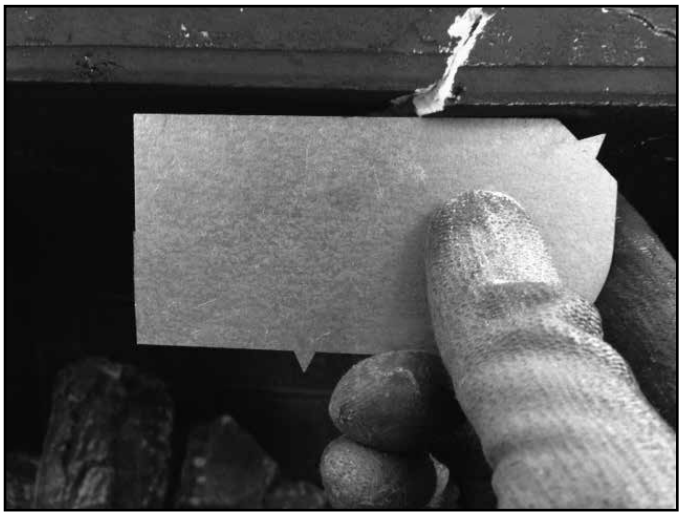

Figure 8.1 La surface plane de la boîte à feu est compromise et doit être remplacée
- Les fissures compromettent la surface plane de la boîte à feu. Voir la figure 8.1.